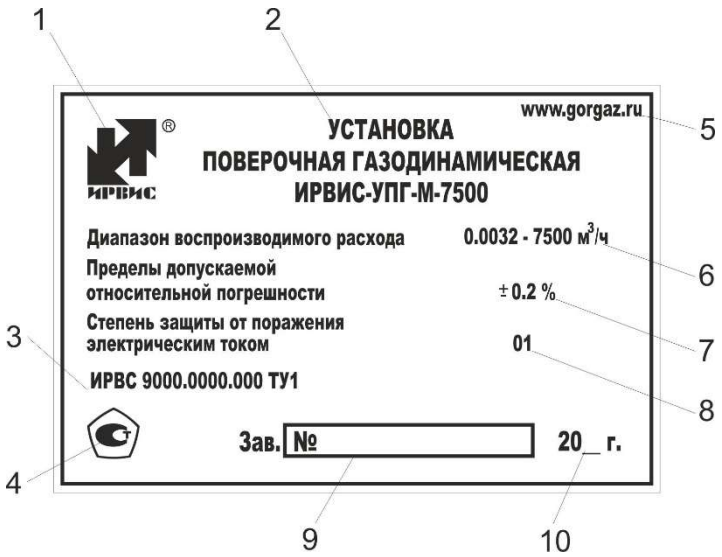

Рисунок 29 – *Маркировка Расходного блока установки*
3.1 Маркировка установок выполняется по чертежам предприятия-изготовителя и содержит следующие данные (рис. 29):